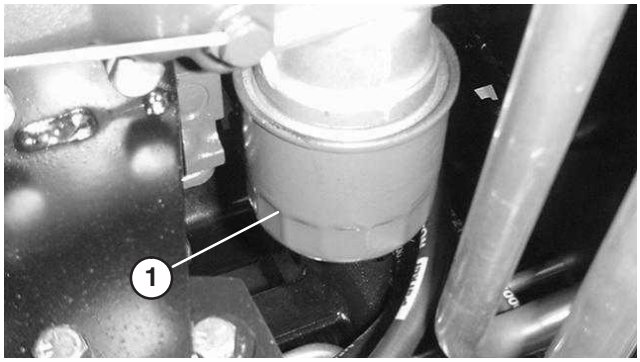

Bild 48
2. Entfernen Sie den Ölfilter (Bild 48). Ölen Sie die neue Dichtung am Ölfilter leicht mit frischem Öl ein, bevor Sie den Filter eindrehen. **Ziehen Sie ihn nicht zu stark an.**